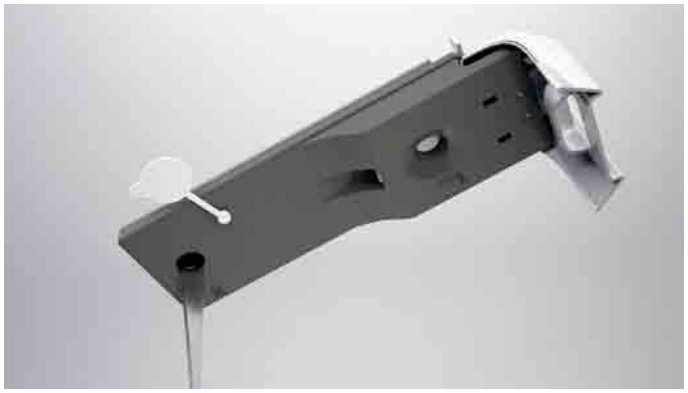

Figure 13
3. Pull plug and empty out liquid in sink (see Figure 13).